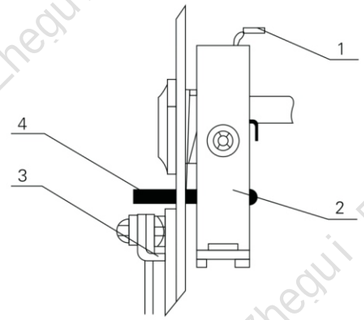
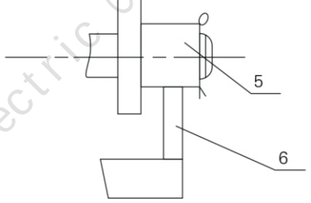

图3
图4
The circuit breaker can provide perfect anti-misoperation function. (See Figure 3 and Figure 4)
- After the handcart circuit breaker is closed in the working or experimental position, the locking plate 6 of the pushing mechanism is pressed by the pin shaft 5. The handcart will not be able to move, preventing it from pushing or pulling out of the load zone in the closed state. (Figure 4)